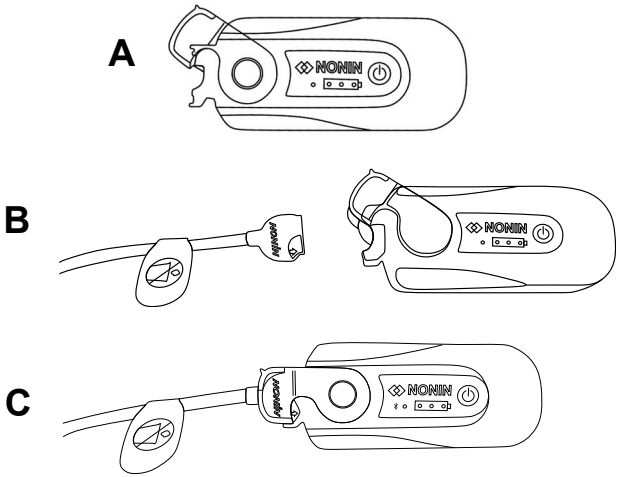

***Figure 9.*** *Branchement du capteur sur le processeur de signal*
a. Retournez le verrou transparent du processeur de signal pour faire apparaître le port (**Figure 9.A**).
b. Insérez le connecteur du capteur dans le port de connexion du processeur de signal (**Figure 9.B**).
c. Retournez le verrou sur le connecteur du capteur et mettez-le en place (**Figure 9.C**).